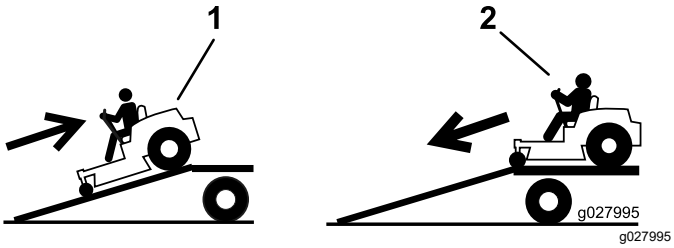

Rysunek 40
4. Wjazd na pochylnię tyłem (Rysunek 40).
2. Zjazd z pochylni przodem (Rysunek 40).